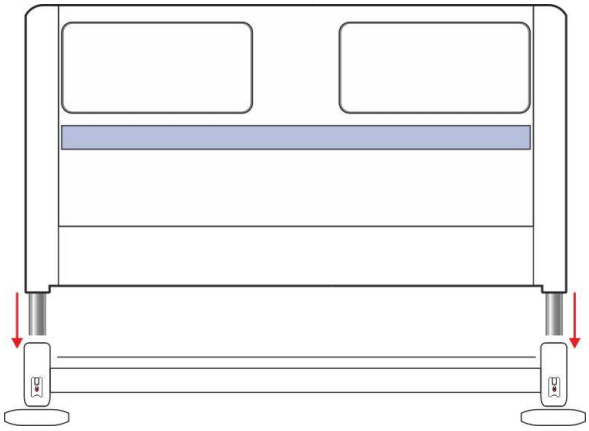

Fig. 3 Montaje del extremo de la cama los casquillos con el cierre bloqueado.
- Insertar la cama en el casquillo siguiendo la dirección de la flecha *(Fig. 3).* La decoración debe estar orientada hacia el exterior de la cama.